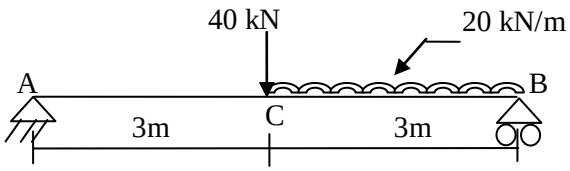

Figure :1, Q.5 (a) (EI constant)
Q.5 **(a)** Using Macaulay's method find slope at A and deflection at C for the beam shown in **figure: 1**.Take EI = 3000 kN.m^2. **07**